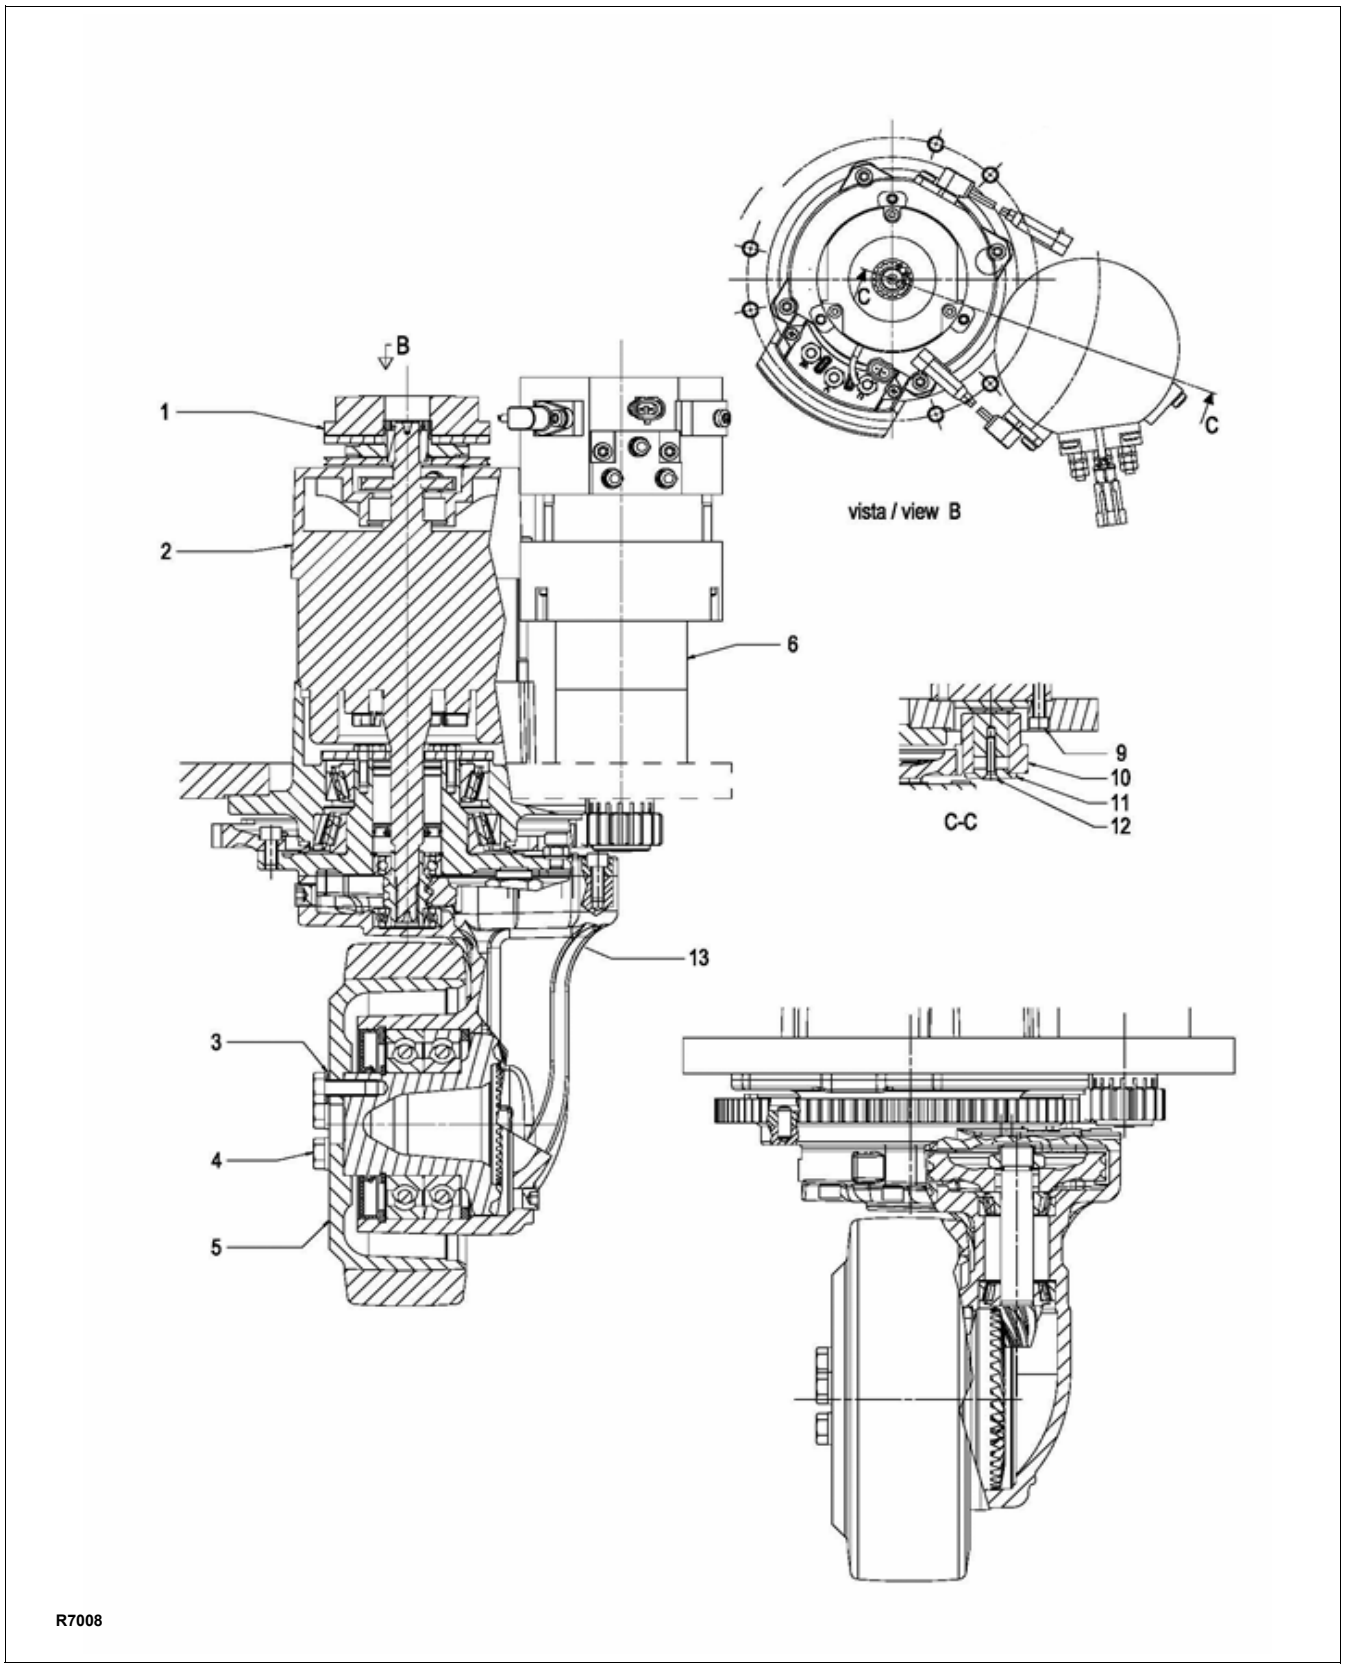

Figure 5-1 Transmission, Motor & Brake Assembly - Used up to Serial # S2213285
5. Remove the mounting screws and brake (1, Figure 5-1).